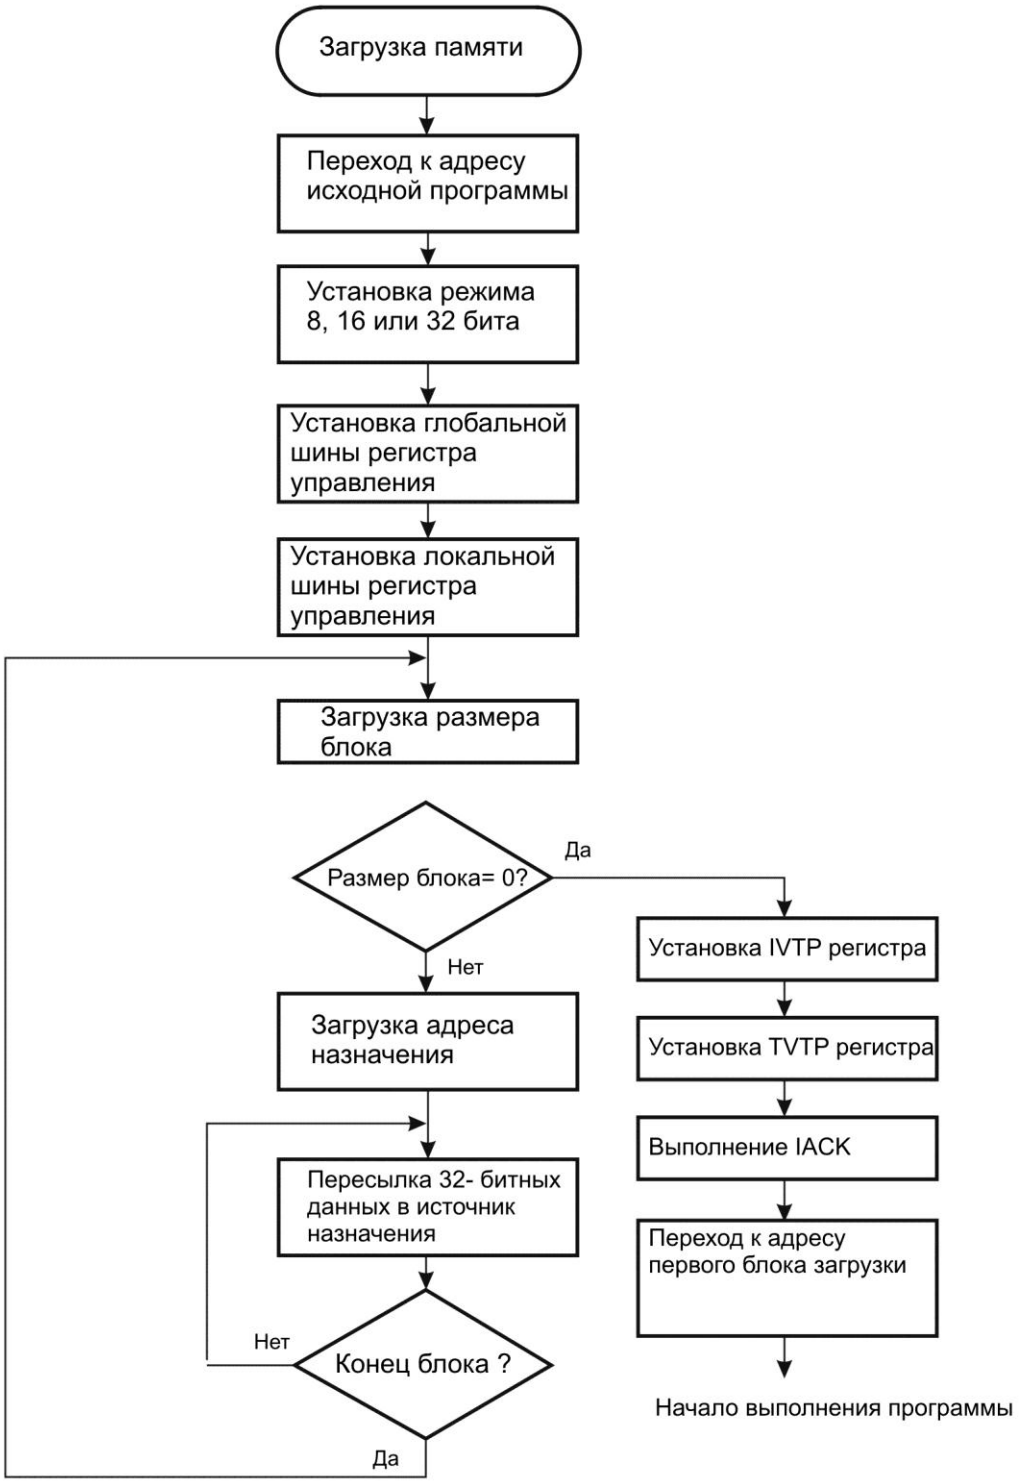

Рисунок 5.105 − Порядок установки режима работы ЦОС в ходе работы загрузки из внешней памяти
- загрузка из внешней памяти. При этом режиме загрузки загрузчик выполняет загрузку исходной программы из блока памяти, следующих разрядностей: 8, 16 или 32 бита. Исходные программы для загрузки должны постоянно находиться в одной из шести предопределенных адресных областях внешней памяти, которые перечислены в таблице 10.1. Стробирование загружаемых программ должно производиться сигналами STRB0# (LSTRB0#), потому что именно эти стробы активны после системного сброса. Рисунок 5.105 показывает порядок установки режима работы ИС в ходе работы загрузки из внешней памяти;
- если при IIF(0) = 1 значение битов (3-1) регистра IIF имеет значение от 110_2 до 001_2, то программа загружается из соответствующего адреса памяти, который указан в таблице 5.31, см. рисунок 5.105, для детального рассмотрения работы загрузчика в режиме загрузки из внешней памяти;